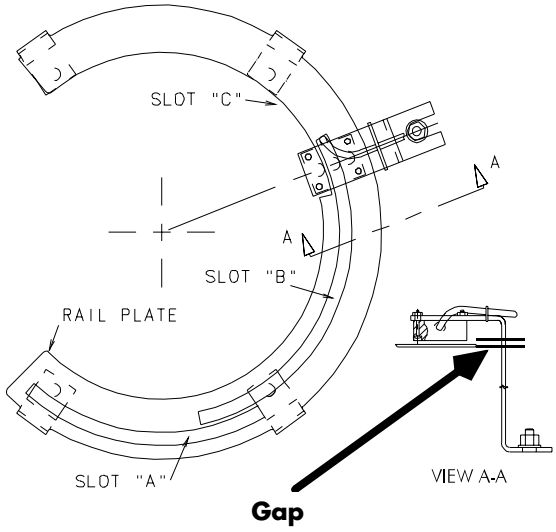

Figure 7-170: 4-D Proximity Sensor Sensing Ring
3. Attach the sensing ring with the four (4) capscrews.
4. Move the proximity sensor into position over the sensing ring and check the vertical clearance. There should be a gap of 0.03 to 0.13 in. (0.75 to 3.3 mm) between the switch and the sensing ring surface. If the gap is too wide, insert shims under the sensing ring. See Figure 7-170.